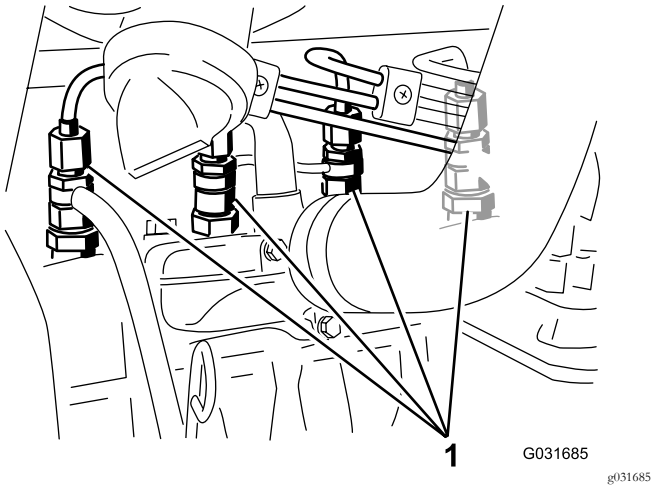

**Figura 43**
1. Allentate il raccordo dell'ugello n. 1 ed il gruppo portaugelli (Figura 43).